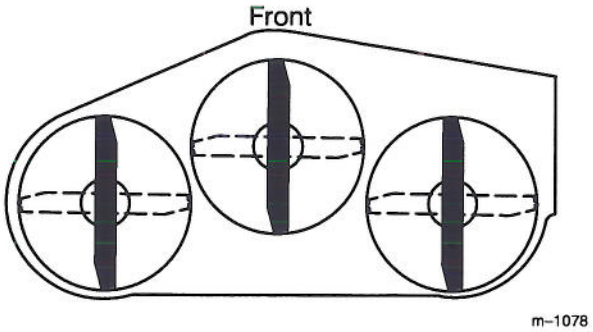

Figure 14
1. Rotate the blades until the ends face forward and backward (Fig. 14). Measure from a level surface to the cutting edge of the blades (Fig. 15). Note this dimension.